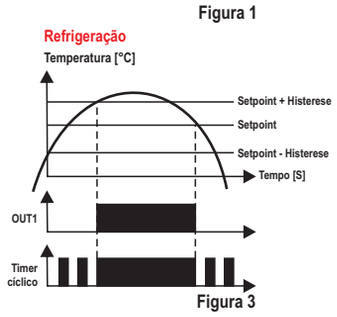

Figura 3
- Saída do timer cíclico ligada sempre que a saída do 1º estágio estiver ligada (F22=4): neste modo de operação o timer cicla conforme os tempos configurados na F20 ([t On]) e F21 ([t OFF]) e quando a saída do **1º estágio** liga, o **3º estágio** para de ciclar e mantém a saída ligada, como mostra a Figura 3.